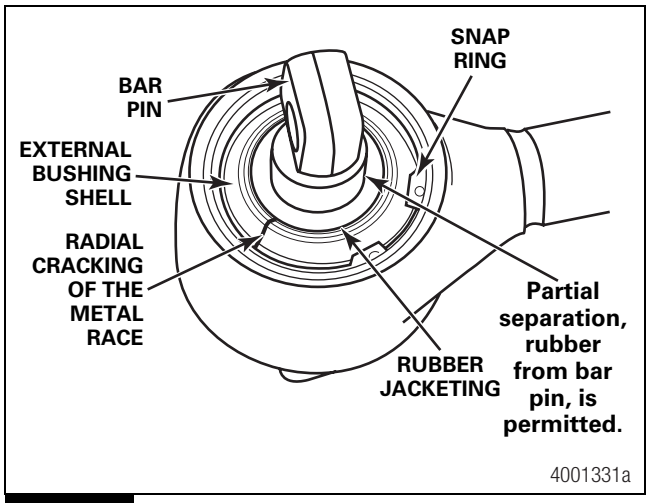

Figure 4.5
A. Cracks or fracture of the metal parts of the bushing. Figure 4.5.